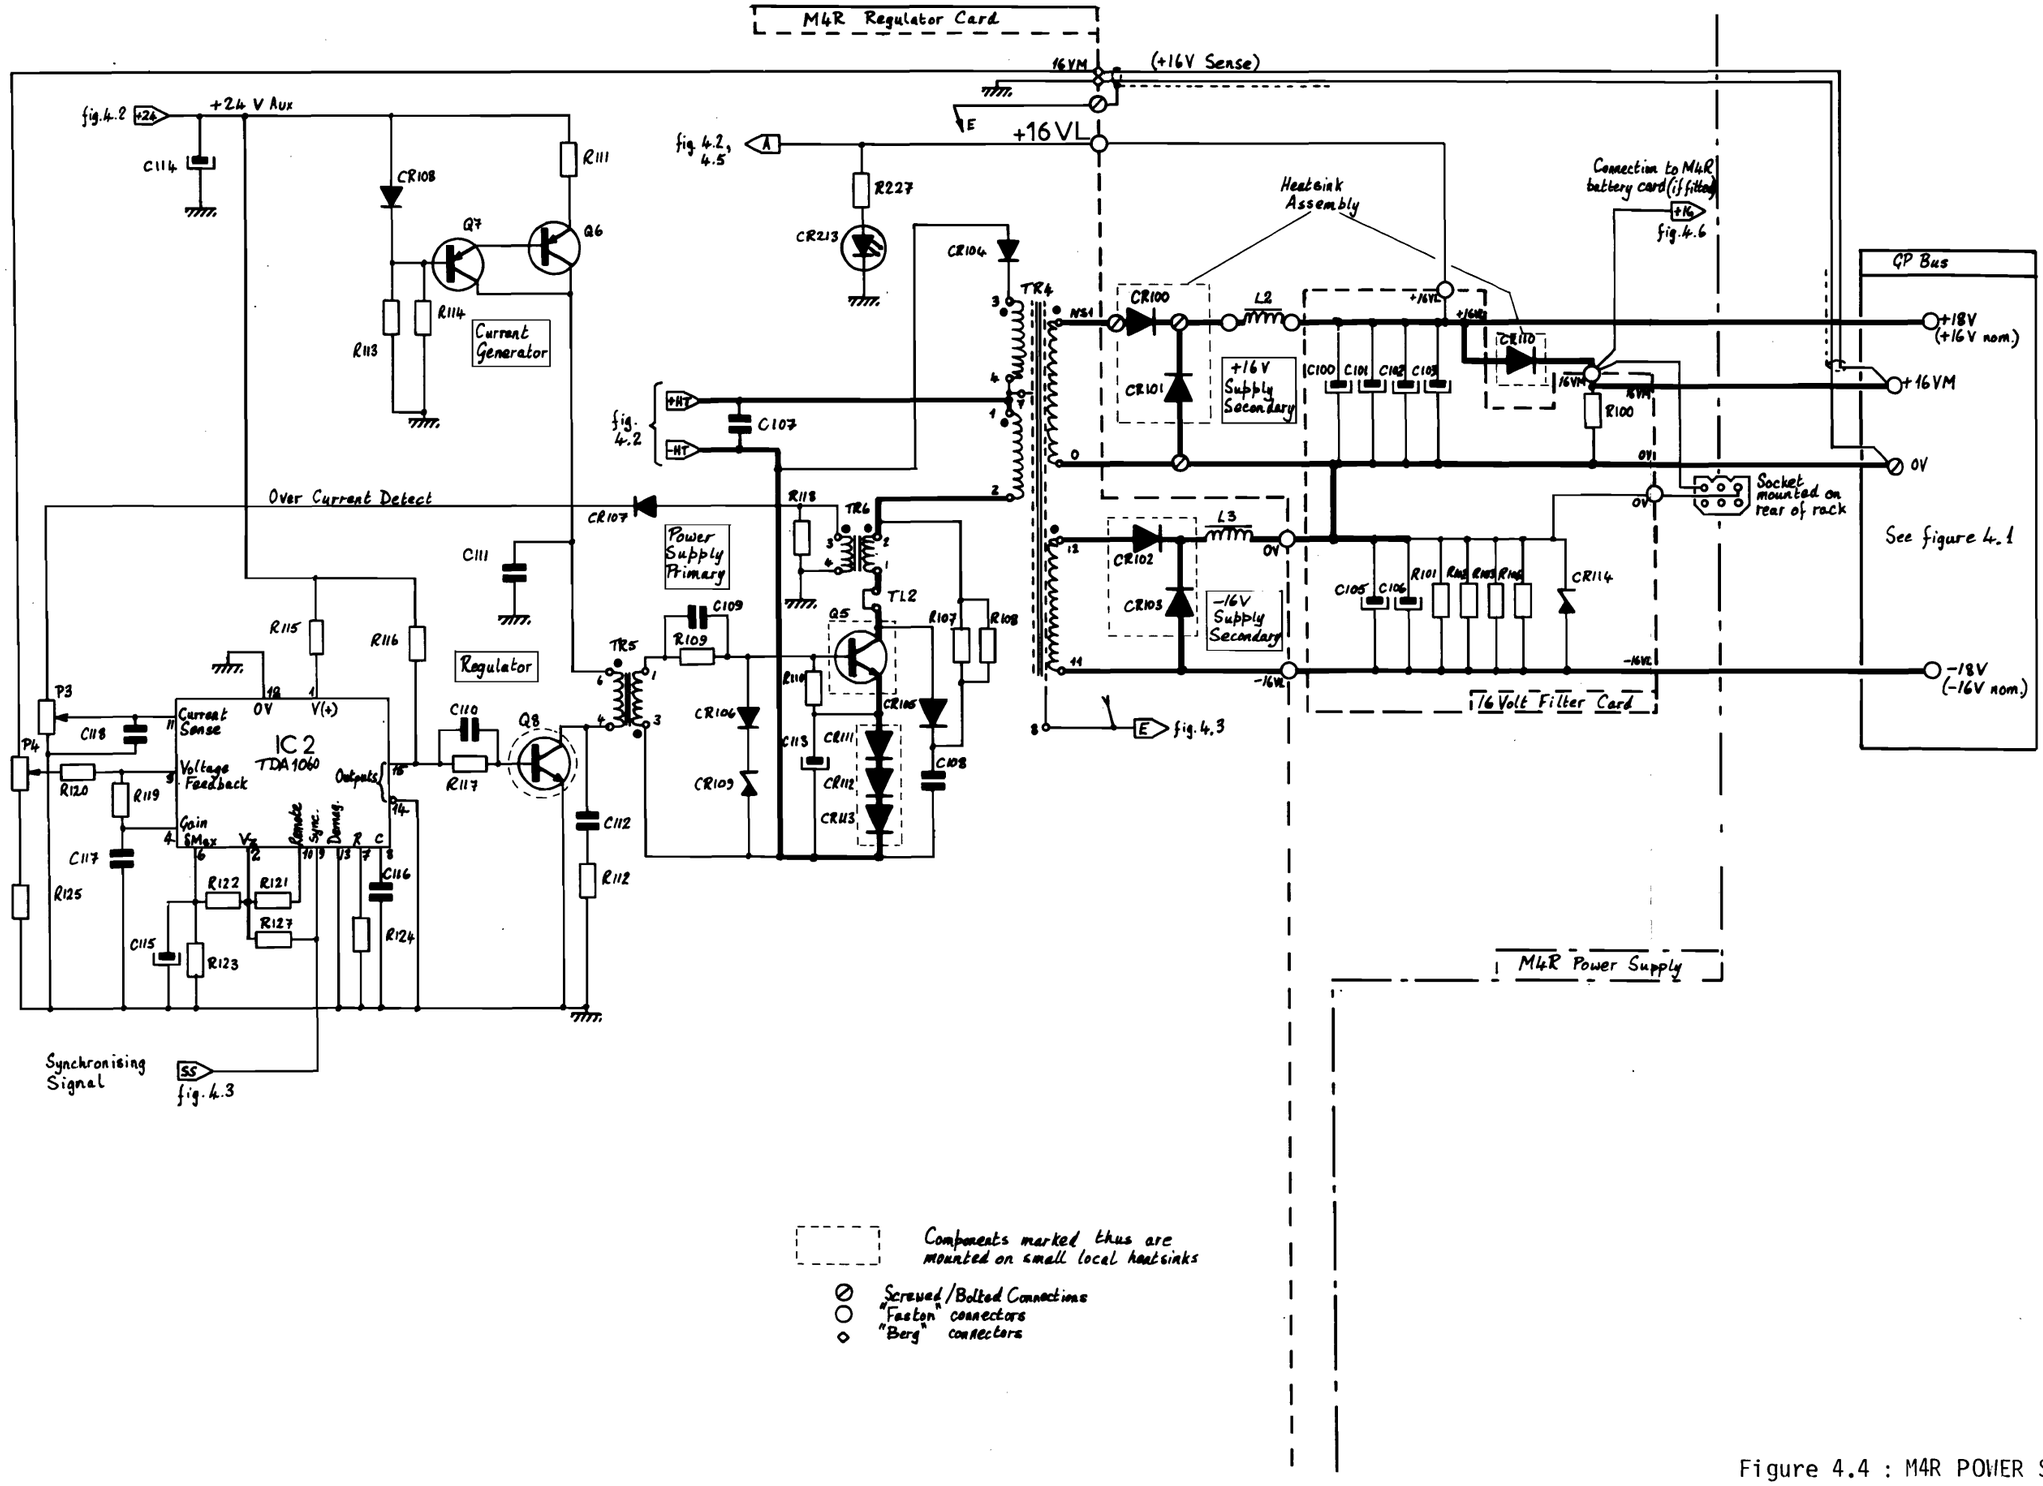

Figure 4.4 : M4R POWER SUPPLY :
3.4 16 VOLT REGULATOR AND POWER SUPPLIES (refer to figure 4.4)